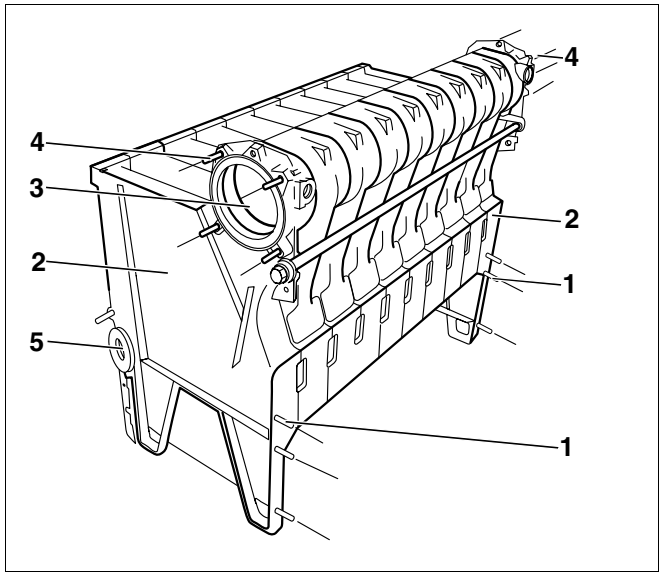

Рис. 21 Установка шпилек
- Ввернуть по четыре шпильки (рис. 21, **поз. 4**) слева и справа в резьбовые отверстия верхней ступицы котла (рис. 21, **поз. 3**).
- Ввернуть по три шпильки (рис. 21, **поз. 1**) в конечные секции (рис. 21, **поз. 2**) справа и слева с передней стороны.
Нижние ступицы котла на конечных секциях (рис. 21, **поз. 2**) нужно закрыть прилагаемыми заглушками.
- Закрыть глухой заглушкой 1¾" заднюю нижнюю ступицу котла (рис. 21, **поз. 5**). Во второй котловой блок вкручивается заглушка (1¾" x 1") с подключением трубопровода к расширительному баку.